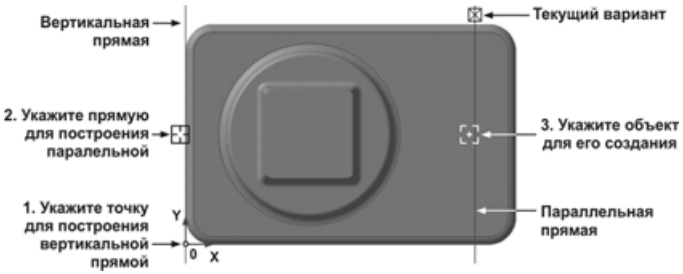

Рис. 2.89
- С помощью привязки **Ближайшая точка** укажите точку 0 начала координат эскиза — система построит вспомогательную вертикальную линию, проходящую через указанную точку (рис. 2.89).
- В ответ на запрос системы **Укажите отрезок или прямую для построения параллельной прямой** укажите вертикальную прямую (рис. 2.89).